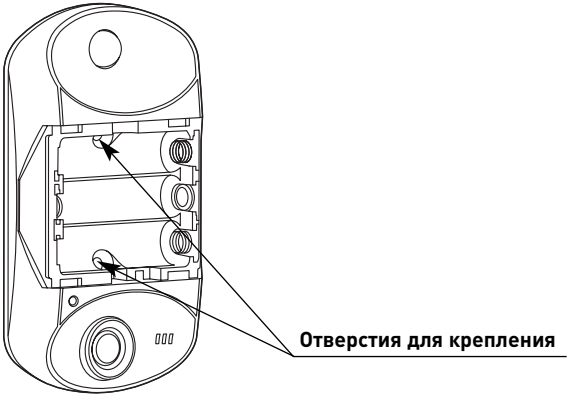

Рис. 7.
4. Закрепите контрольную панель через специальные отверстия, находящиеся под элементами питания (рис. 7). Для этого: удалите элементы питания, закрепите панель, вставьте элементы питания, соблюдая полярность («минусом» к пружинному контакту). Убедитесь, что питание включено (см. пункт 2).